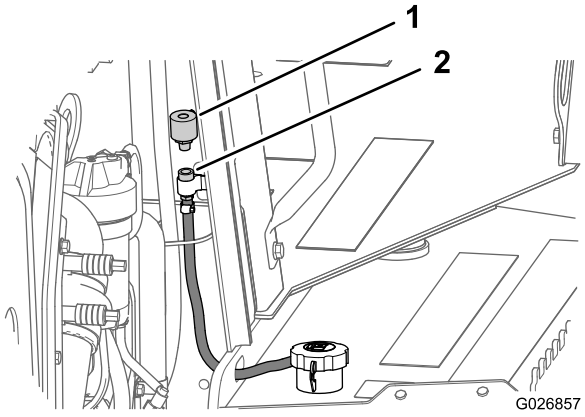

Figure 72
2. At the forward side of the engine compartment panel, remove the breather from the pipe coupling by rotating the breather counterclockwise (Figure 72).
3. Install a new breather into the pipe coupling hand tight (Figure 72).